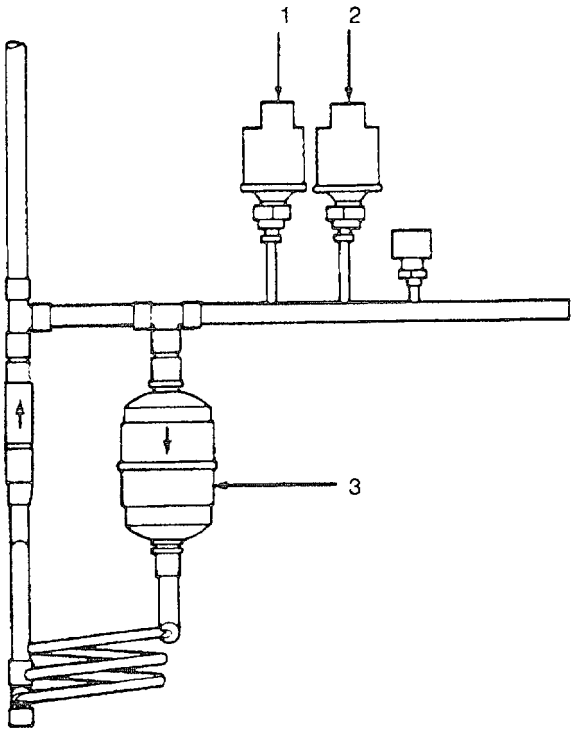

Figure 5-8. Pressure Switches
(1) Disconnect wiring on the high (1, Figure 5-8) and low (2) pressure switches.
(1) Discharge the refrigerant system. See para 5-5.
(2) Tag and disconnect wire leads at switches. See Figure 5-8.
(3) Purge and debraze fitting on high (1)/low (2) pressure switches. See para 5-6 and 5-7.
(4) Remove high (1)/low (2) pressure switches.
(1) Install high (1, Figure 5-8)/low (2) pressure switches in unit and braze in place. See para 5-6 and 5-7.
(2) Replace drier (3). See para 5-12.
(3) Connect wire leads and remove the tags.
(4) Leak test all newly connected joints and those in the repaired area. See para 5-8.
(5) Evacuate and charge refrigerant system. See para 5-9 and 5-10.
(6) Install both front door assemblies. See para 4-17.